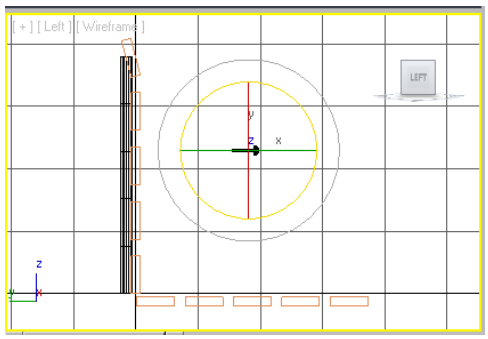

Figure 3-48 *Rotating rivet001 in the Left viewport*
2. In the **Offset:Screen** area of the **Rotate Transform Type-In** dialog box, enter **-90** in the **Z** spinner and press ENTER; the *rivet001* gets rotated, as shown in Figure 3-48. Now, close the **Rotate Transform Type-In** dialog box.